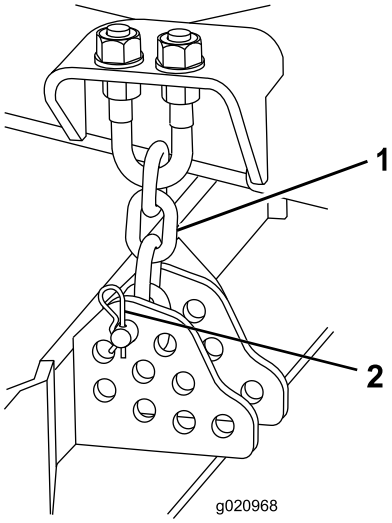

図 19
5. 刈高チェーンをカッティングユニット後部に固定しているヘアピンコッターとクレビスピンを取り外す図 19。